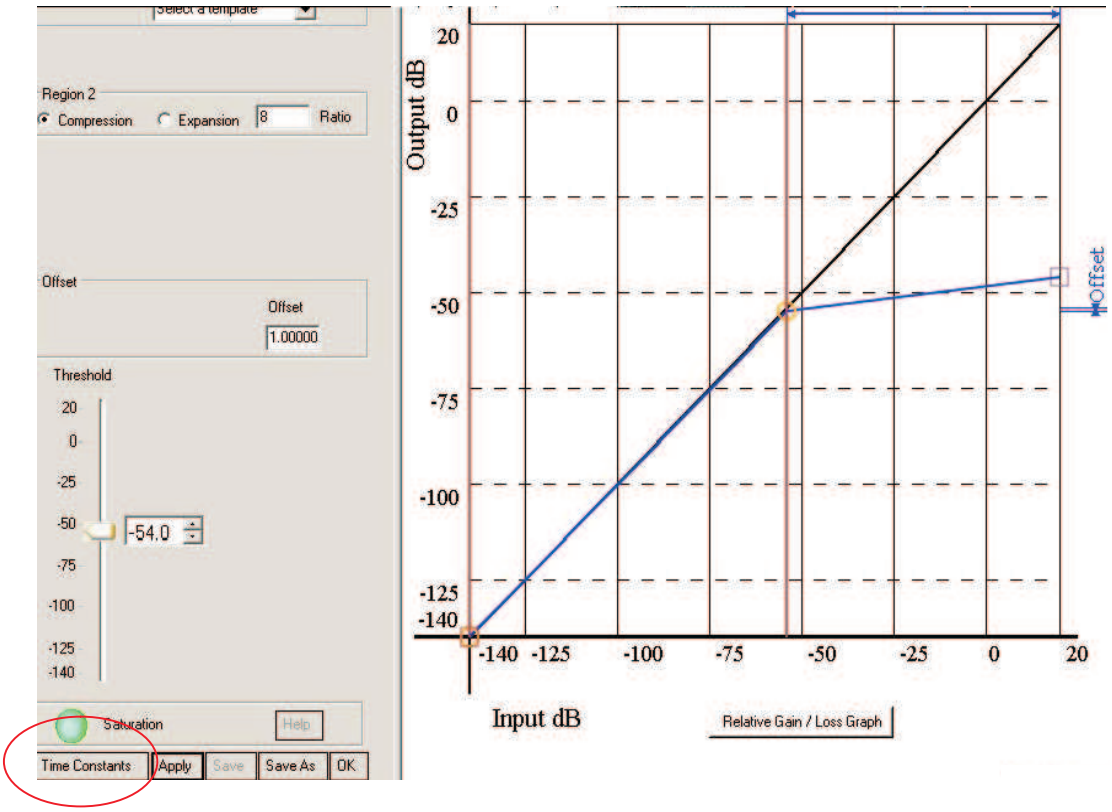

**Figure 15. Time Constants Button**
**Time constants:** Select the time constants to adjust the energy, attack, and decay filters (Figure 15).